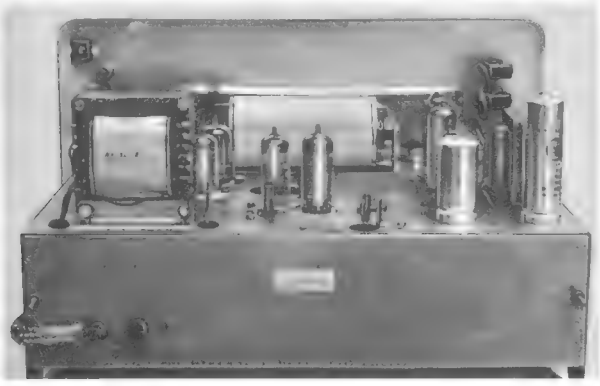

Bild 5. Rückansicht des geöffneten Senders
In der Mischdiodenschaltung M (E) (2 × RL 32) wird die ausgewählte Harmonische des Eichquarzes mit der Ausgangsfrequenz gemischt. Auf der trommelförmigen Markenfrequenzskala *(Bild 5)* befindet sich in jedem Teilbereich ein roter Eichstrich, der angibt, daß an dieser Stelle eine Harmonische des Eichquarzes liegt. Durch Verdrehen des Einstellknopfes (Markenkorrektur), mit dem die Induktivität L 1 in kleinen Grenzen verstellbar ist, werden Eichmarke und Meßmarke zur Deckung gebracht. Die Eichung muß bei jeder Umschaltung auf einen anderen Frequenzteilbereich wiederholt werden.